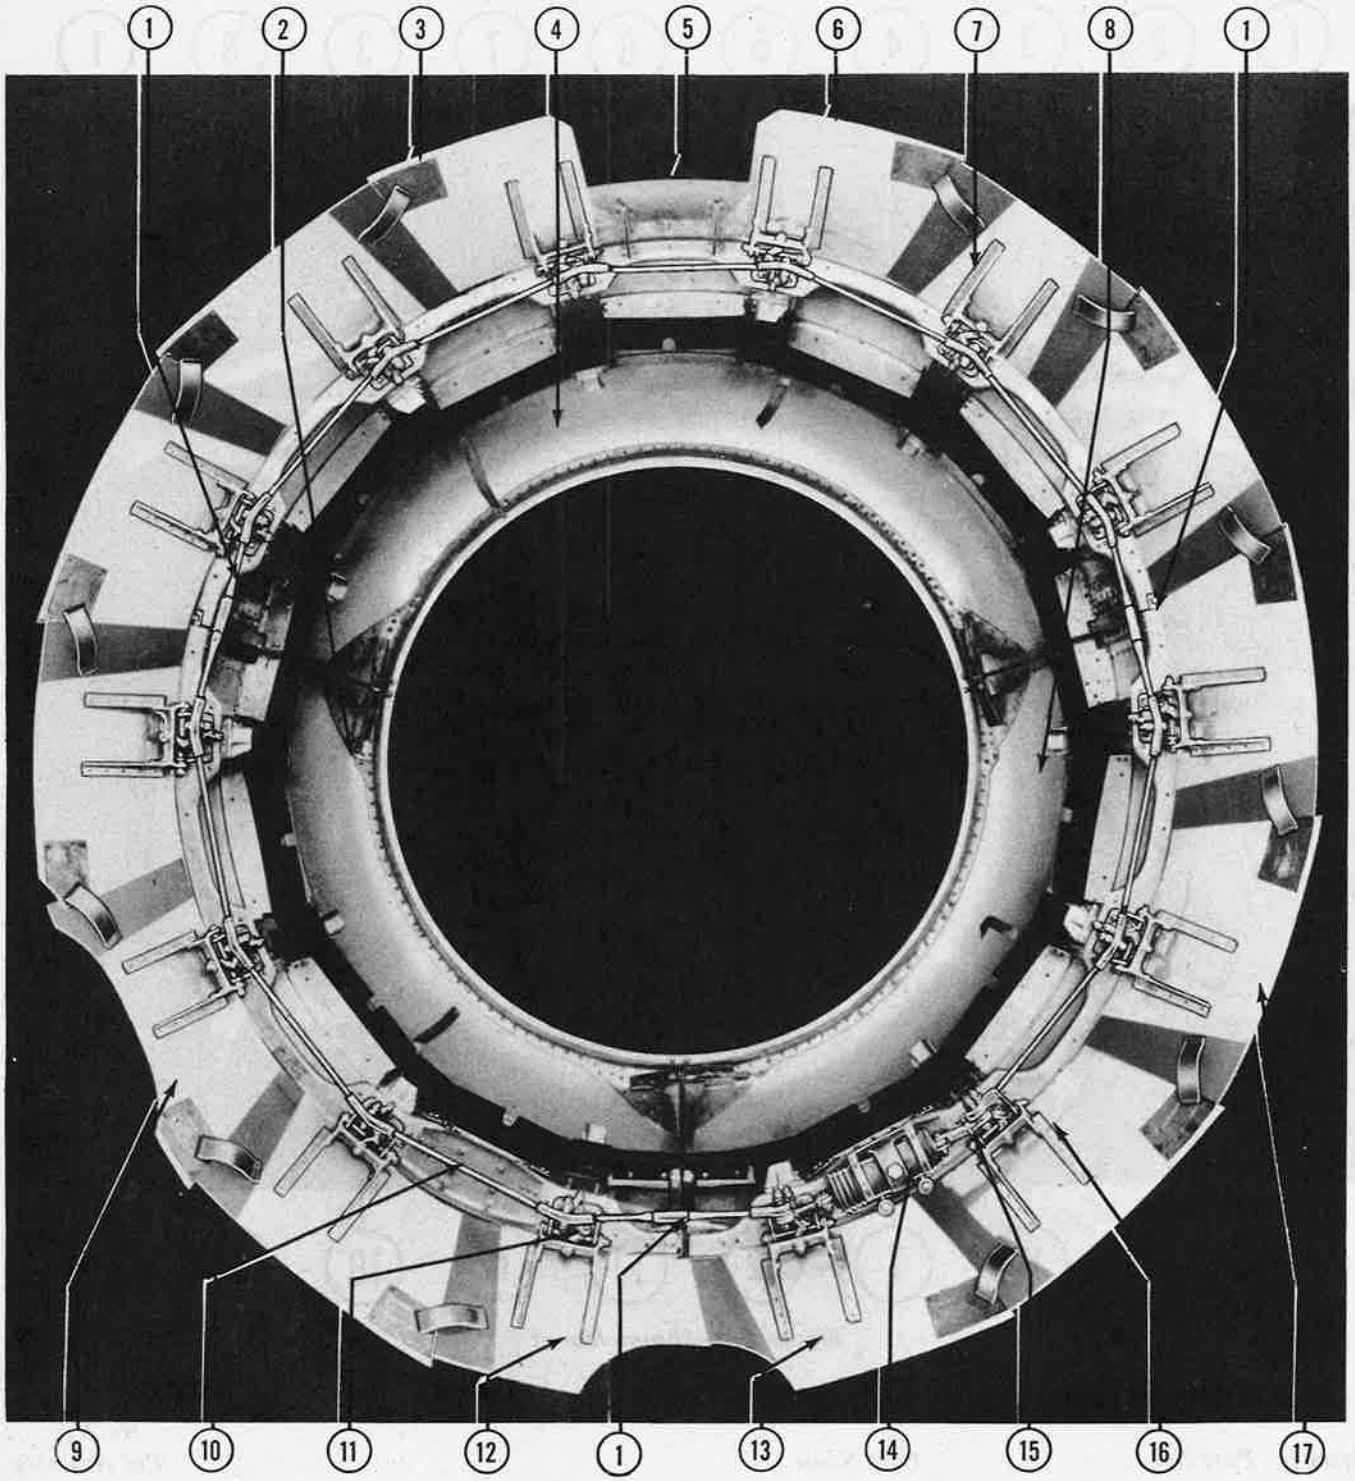
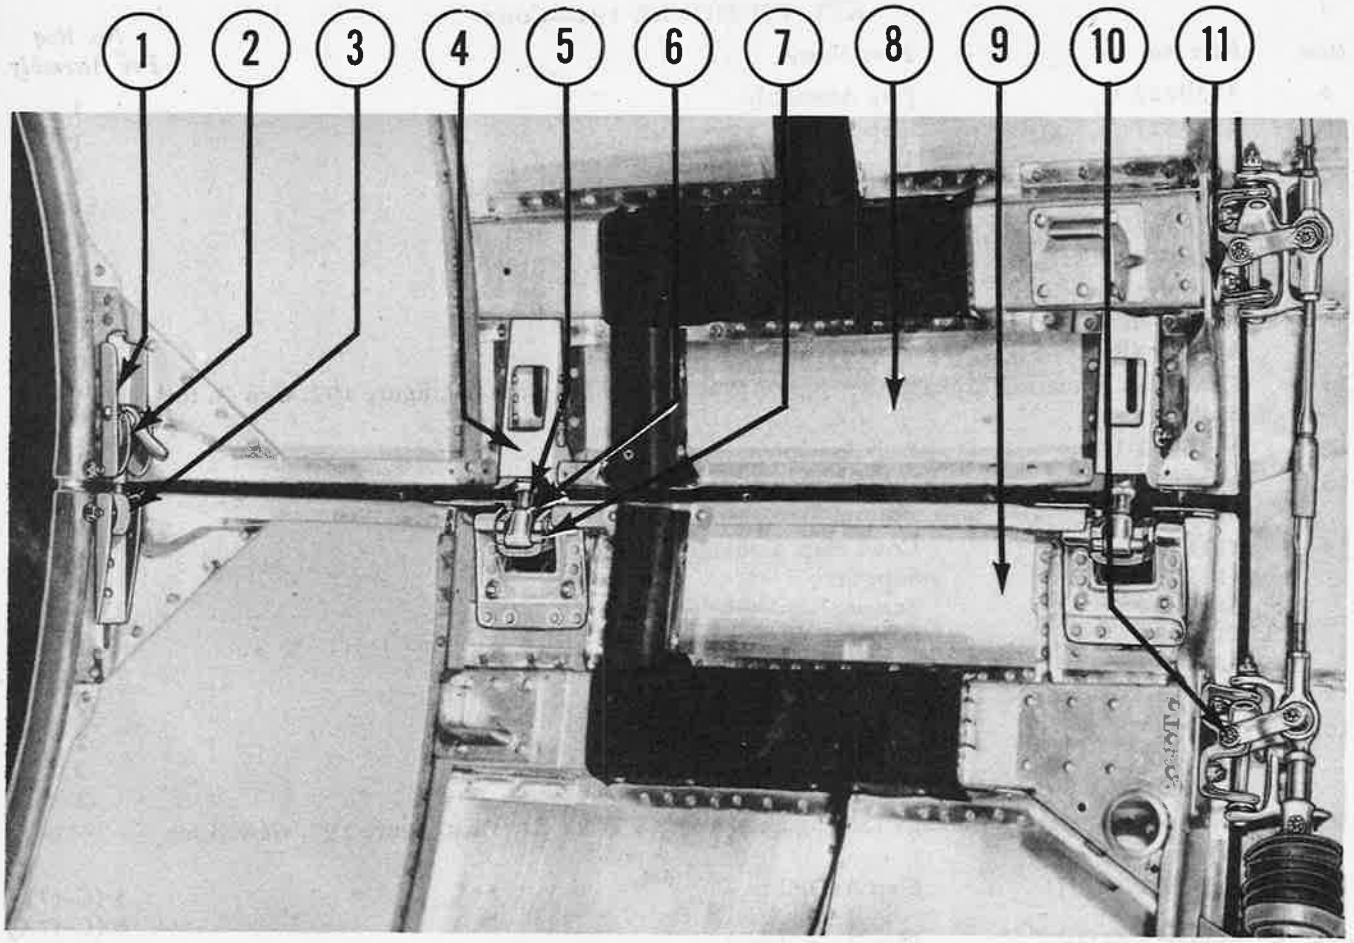

Figure 194—Engine Cowling and Cowl Flaps
Figure 195—Toggle Latch Installed
(1) DESCRIPTION.—The engine cowling assembly consists of an upper and two lower sections (figure 194). The two lower sections are connected by adjustable latches and attached to the upper section by Dzus fasteners and latches (figure 195) at the leading edge.
KEY TO FIGURE 194—Con't
(1) DESCRIPTION.—Hydraulically operated cowl flaps (figure 194) are attached to the aft edge of the engine cowling. On airplanes with the nonram air induction system, the center flap of the top segment is stationary. On airplanes with a filtered ram-type air induction, the three flaps in the center of the top segment are fixed. A hydraulic actuating cylinder (14, figure 194) is installed on the lower part of the engine cowling. This cylinder is connected to each movable cowl flap by a series of tie rods and operating levers. Movement of the cylinder, and thus actuation of the flaps, is controlled by left and right engine cowl flap control valves located on the right side of the pilot's compartment. These valves may place the flaps in the "CLOSED," "OPEN," or "TRAIL" position, or lock them in any position.
(2) REMOVAL AND DISASSEMBLY.
(b) If adjustment is necessary to bring any one flap to this position, loosen the jam nuts at both ends of the connecting rods on either side of the flap brackets and shorten or lengthen the rods equally as necessary (10, figure 194).